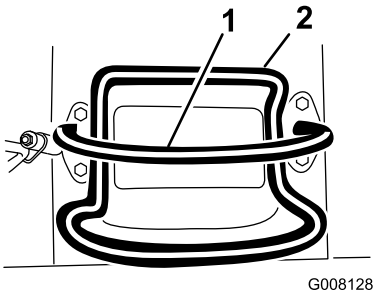

Figuur 6
- Om te stoppen, laat u de tractiebediening los (Figuur 6).